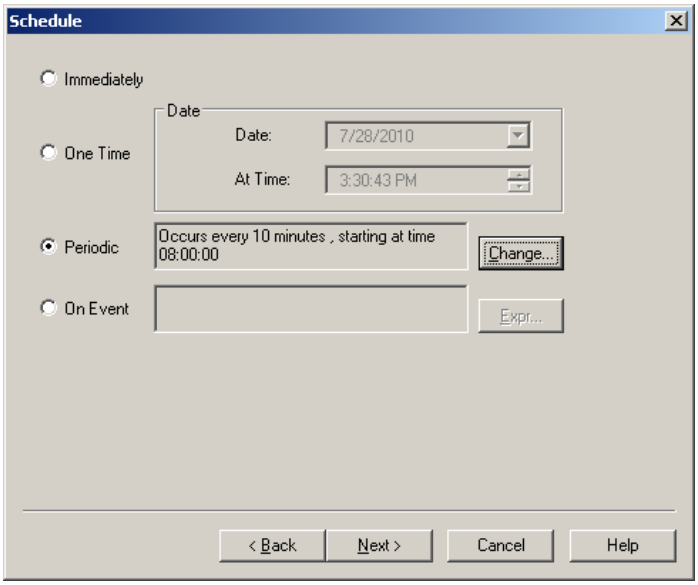

Figure L12.12 - Configuring the Report Schedule
28. The schedule should now be configured, as depicted in Figure L12.12.